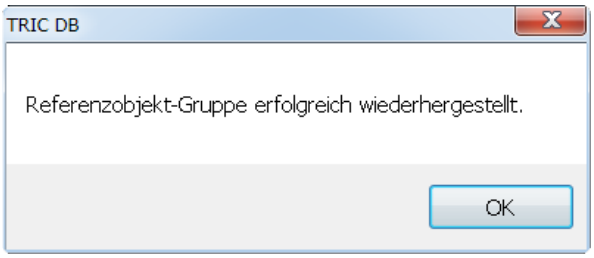

Bild 32.47 – Erfolgsmeldung nach Wiederherstellen eines Referenzarchivs
- Schließlich erhalten Sie eine Meldung über den Erfolg der Aktion (Abb. 32.47).